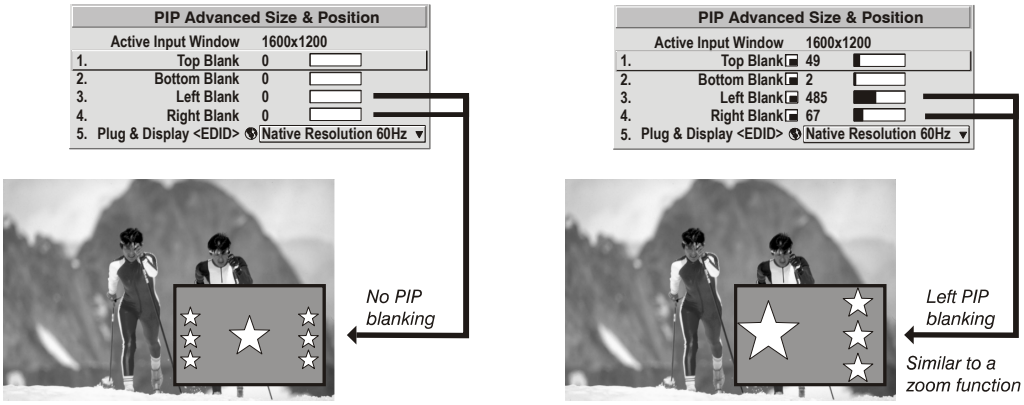

***Figure 3.6. Blanking of a PIP Image***
**NOTE:** *Blanking a PIP image resembles zoom (see Figure 3.6). For example, left Blanking zooms the right side of the PIP image; Right Blanking zooms the left side. There are no black bars.*